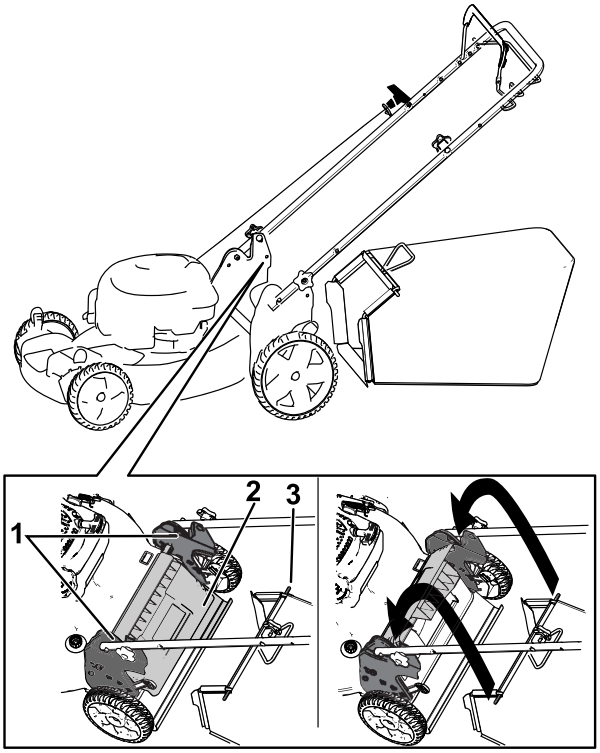

Рисунок 20
1. Поднимите и удерживайте заднюю дверцу (Рисунок 20).
2. Установите мешок для сбора скошенной травы и убедитесь в том, что стержни мешка вошли в пазы на рукоятке (Рисунок 20).